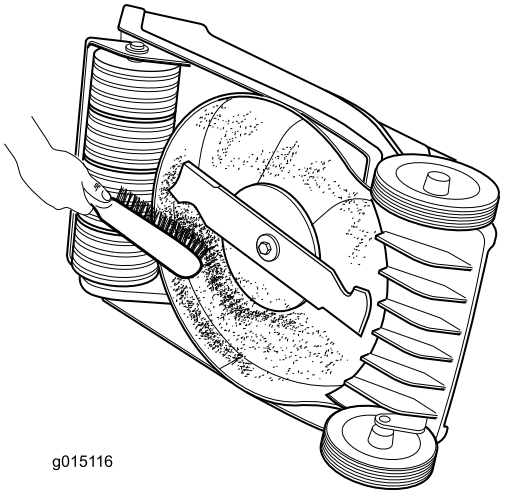

Figura 17
- Pulite la parte sottostante della scocca della macchina. Togliete morchia e sfalcio con un raschietto o una spazzola di legno duro (Figura 17).